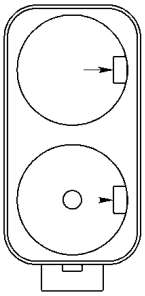

Рисунок 3. Батарейный отсек
3.4.2. Новые элементы питания (2 шт.) типоразмера D необходимо установить в отсек батарейный 13 (см. рис. 9а и 9б), в соответствии с полярностью, указанной на внутренней стороне крышки отсека. Для открытия крышки батарейного отсека необходимо повернуть ручку крышки в положение «ON». Для выемки разряженных элементов питания необходимо отогнуть удерживающие прижимы (показано стрелками на рис.3).